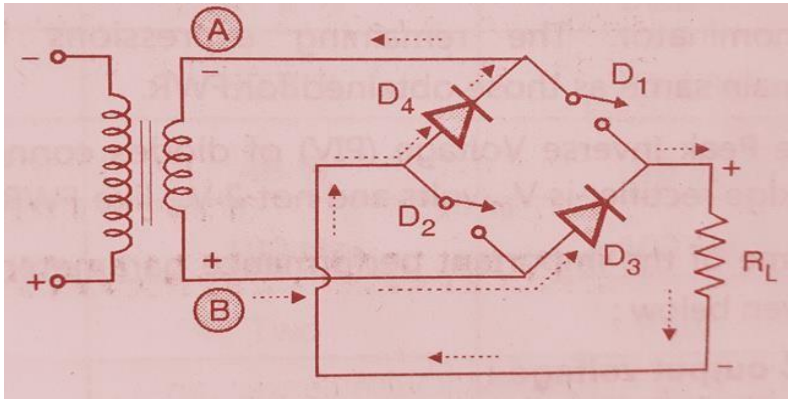

Figure 3: Bridge (FWR) operation in negative half cycle
- Hence diodes D1 and D2 are reverse biased (act as open switches) and D3 and D4 are forward biased (act as closed switches) as shown in Fig3. The load current starts flowing from A, through diode D3 and D4, load resistance RL and back to point B as shown in Fig.2